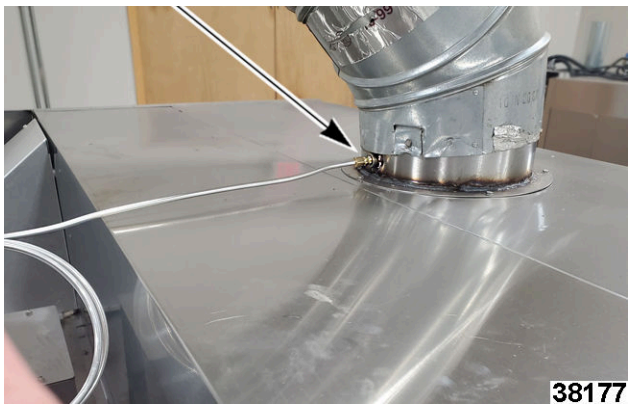

Fig. 103
1. Connect hood exhaust pressure switch tubing to hood exhaust connection (Fig. 103).